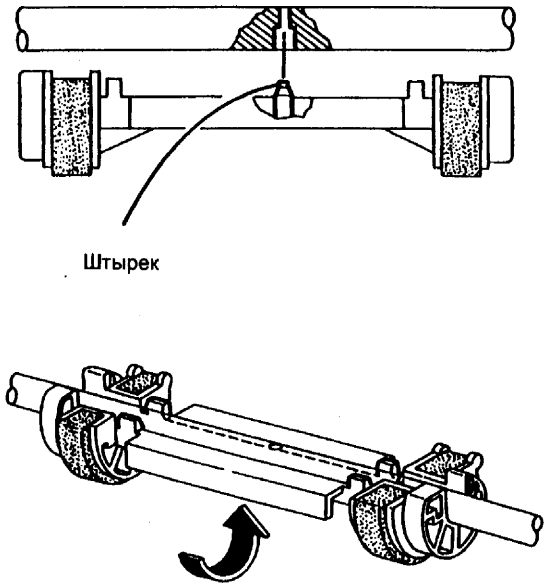

Рис. 2 Местоположение ролика подачи
1. (Рис. 2) Убедитесь, что ролик подачи установлен правильно.
2. (Рис. 2) Поверните ролик подачи против часовой стрелки, чтобы вернуть его в исходное положение.